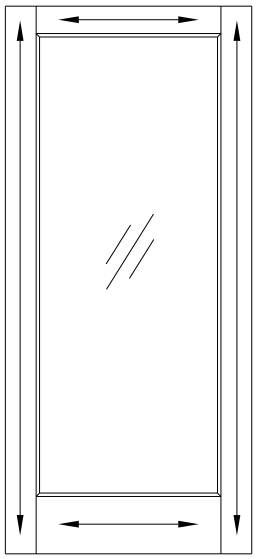

Figura 4
2. Tiña la puerta del color deseado siguiendo las instrucciones del fabricante. Siempre realice la tintura en la dirección de la madera, vea la figura 4.
2. Termine la puerta con dos capas de pintura látex, a base de aceite o lacar. Asegúrese de dejar que la puerta se seque por completo entre capa y capa en los seis lados de la puerta. Siempre realice el pintado en la dirección de la madera, vea la figura 4.